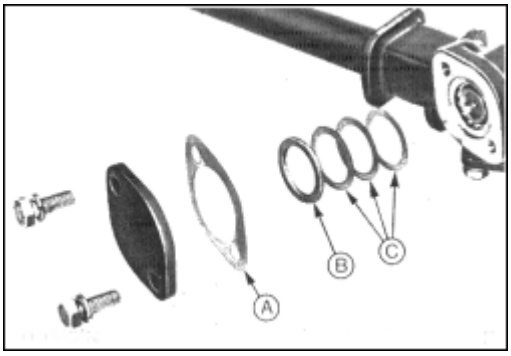

Abb.13 A = Dichtung
15. Unteres Ritzellager einsetzen, Ausgleichscheibenpaket und Dichtung aufsetzen und anschließend Ritzellagerdeckel anschrauben, Abb.13.